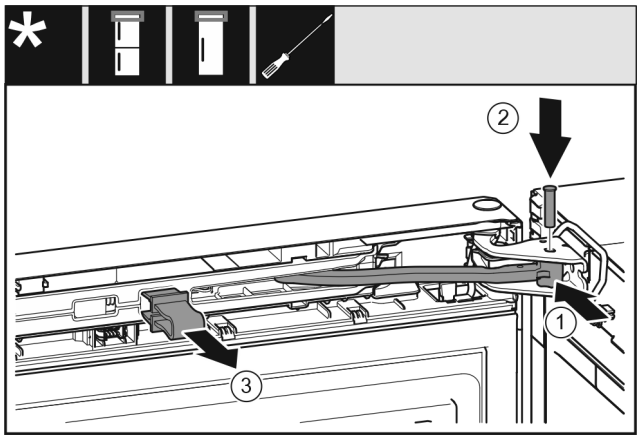

Fig. 31
- ▶ Rotiți articulația *Fig. 31 (1)* în suportul de lagăr.
- ▶ Introduceți bolțul *Fig. 31 (2)* în suportul de lagăr și articulație. Urmăriți ca respectiva camă de fixare să fie așezată corect în canelură.
- ▶ Detașați siguranța *Fig. 31 (3)*.